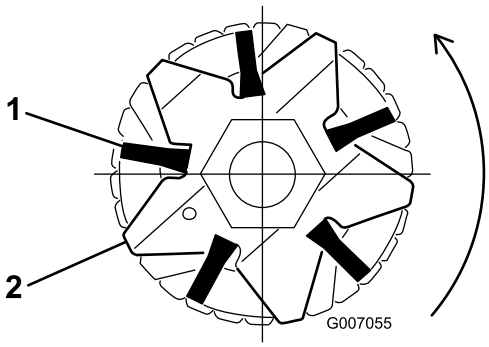
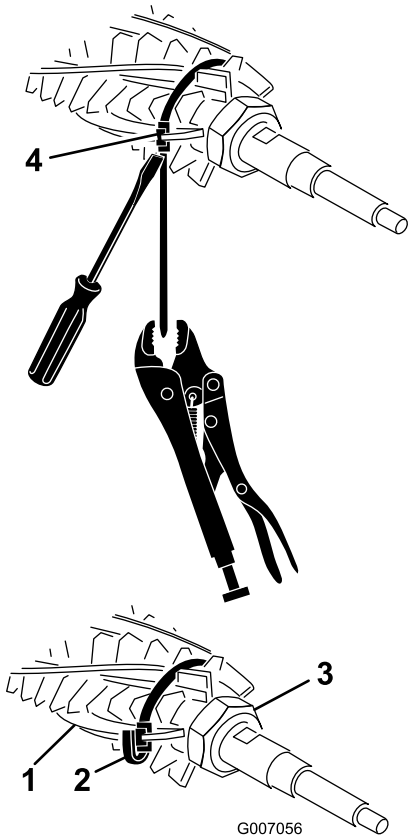

図 37
図 38
2. ブラシが、グルーマの刃のスロットにきちんと嵌まっているのを確認する図 37 および図 38。
3. 図 38 に示すように、グルーマリールのシャフトの周囲にストラップを仮巻きし、ストラップをブラシの溝に差し込む図 37 そして、ストラップが以下の刃の間にうるようにブラシの位置を調整する 1-2, 14-15, 28-29 及び 41-42。
注 ブルーマのブラシが刃のスロットに正しく嵌まっていない場合には、グルーマシャフトの両端についているグルーマ刃の固定ナットをゆるめ、ブルーマブラシの位置を正しく刃のスロットに調整しなおしてからグルーマ刃の固定ナットを締め付ける図 38。
4. ドライバをストラップバックルに押し付けながら、ストラップを万力プライヤでしっかりと握ってきつく引っ張ってブラシの溝に固定する図 38。
5. バックルから約 6mm のところでストラップを切断し、あまったストラップをバックルに織り込む図 38。